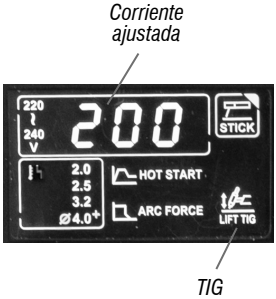

Fig. 5 – Pantalla de modo TIG
d. *Con el equipo encendido, seleccione la opción "TIG" con el botón de modo (3).*
e. *Ajuste el potenciómetro (2) de acuerdo con el diámetro del electrodo de tungsteno y el material a soldar. La pantalla digital (Fig. 5) indica la corriente ajustada.*